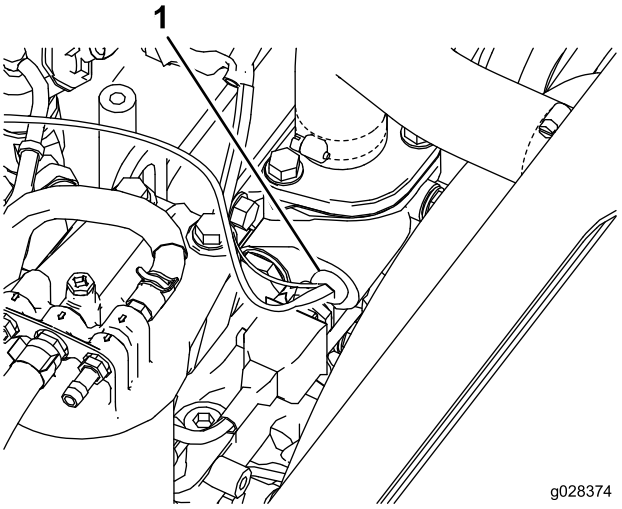

Figur 20
2. Frakobl ledningerne, og fjern termokontakten fra venstre side af motorens termostathus (Figur 20).